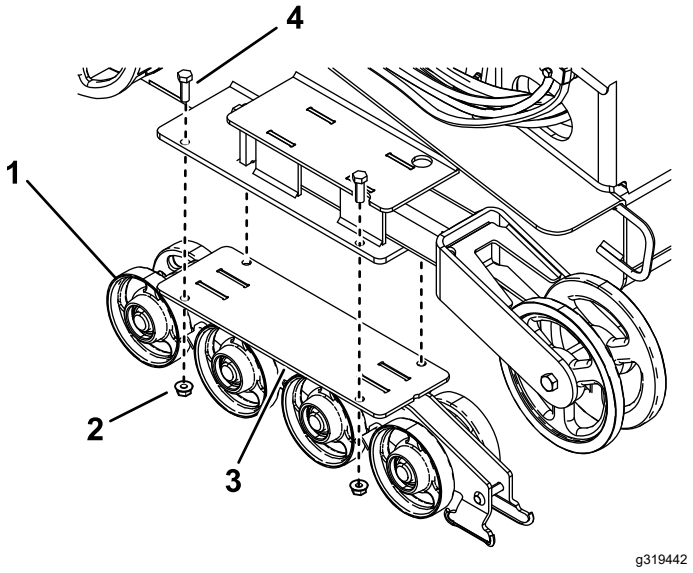

**Figuur 48**
4. Verwijder de 4 bouten en moeren waarmee elke onderste rupsbandgeleider met de wegwielen is bevestigd, en verwijder deze (Figuur 48).